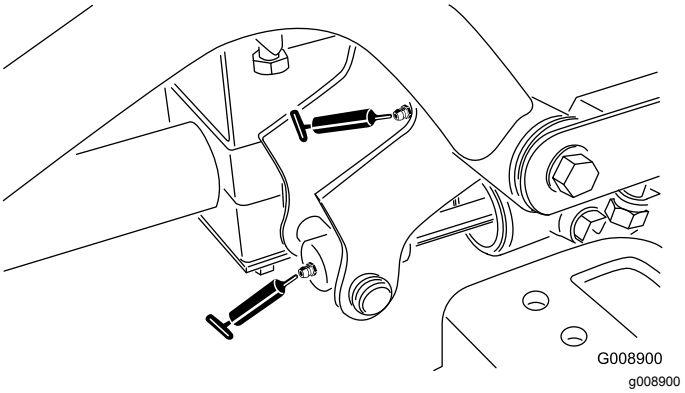

Figur 38
- 2 främre lyftarmstappar och lyftcylinder, höger (Figur 38)